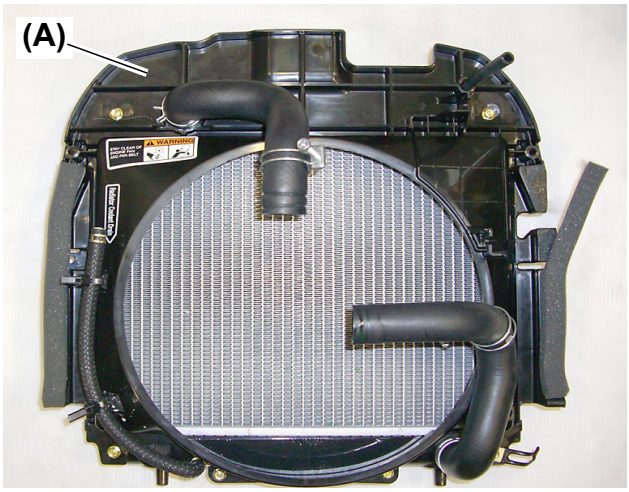

Fig. 5
6. Remove the radiator assembly **(Fig. 5, (A))** by pulling it forward and at an angle upward.